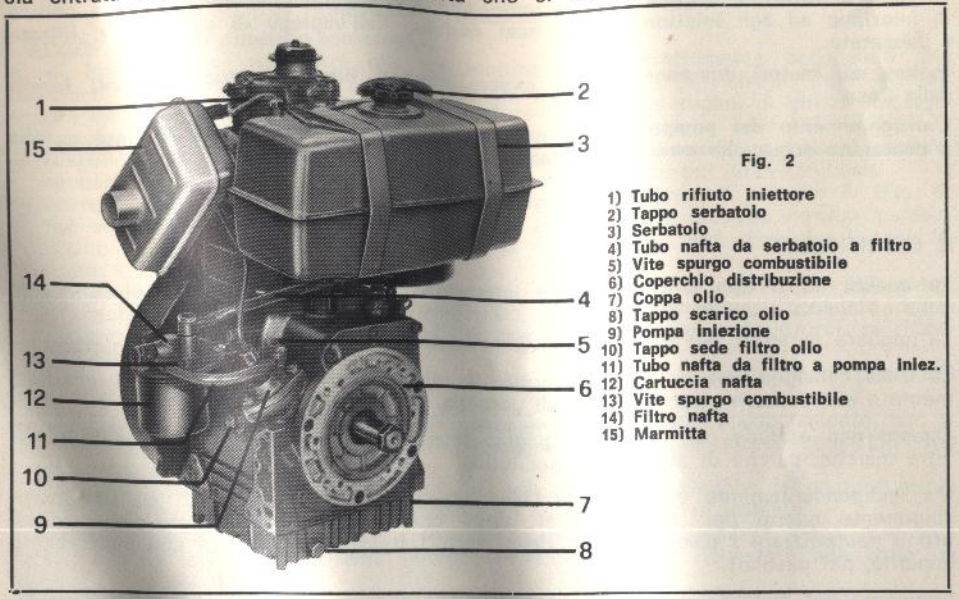

Fig. 2
E' bene anche verificare, di tanto in tanto, che siano ben stretti i raccordi dei tubi che collegano il serbatoio al filtro nafta ed alla pompa di iniezione (Fig. 2 n. 4 e 11).
1) Si svitano parzialmente le viti di spurgo aria sulla pompa di iniezione (Fig. 2 n. 5) e sul filtro nafta (Fig. 2 n. 13) e si attende fino a quando la nafta sgorga priva di bollicine d'aria. Poi si riavvitano. Questa operazione deve essere fatto essendo il volano ruotato in modo che l'indice di punto morto superiore (contrassegnato da PMS) sia rivolto verso il basso prima che inizi la corsa di compressione. In questo modo si è sicuri che il pistoncino della pompa di iniezione è al suo punto morto inferiore e consente il deflusso della nafta e dell'aria da espellere. Nel caso che il motore sia provvisto di pompa di alimentazione, si costringerà la nafta a sgorgare dalla vite di spurgo dando alcune pompate con l'apposita levetta della pompa di alimentazione.